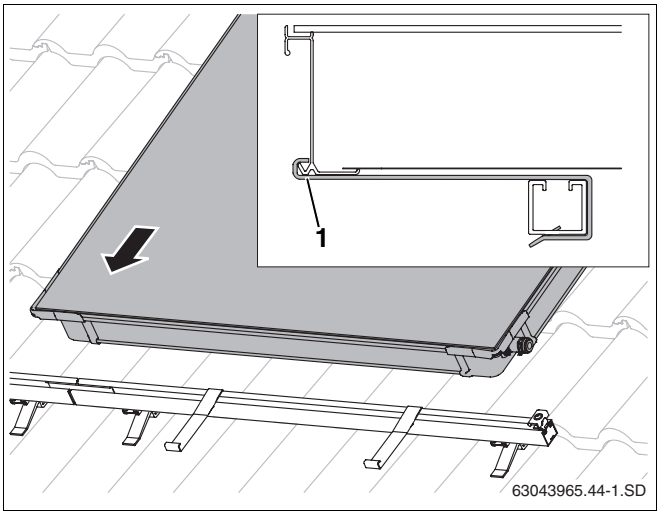

Abb. 43 Ersten Kollektor auf die Profilschienen legen
- Den ersten Kollektor auf die Profilschienen legen und in die Abrutschsicherungen gleiten lassen (Abb. 43).
Die untere Kollektorkante muss in der Öffnung der Abrutschsicherung liegen (Abb. 43, **Pos. 1**).